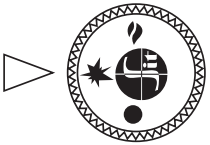

**Рис. 9.**
7.3. Для розжига пилотной горелки ручка управления переводится в положение **«искра»** (рис. 9).
7.5. **Выключение аппарата** производится путем поворота ручки в положение **«точка»** (рис. 9). При этом пилотная и основные горелки (если горят) погаснут.